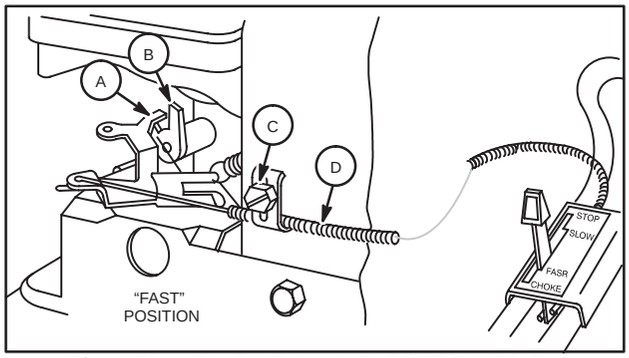

Fig. 173 – CHOKE-A-MATIC® CONTROL, TYPICAL
2. Then mount remote control with casing clamp as shown in Fig. 173.
4. Tighten screw "C." Recheck operation of controls after adjustment, Fig. 173.